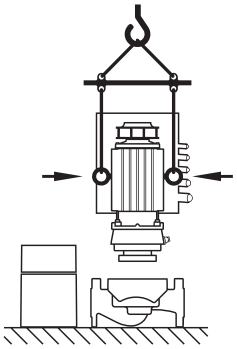

*Fig. 25: Transporte del juego de introducción*
- **Si se trasladan las argollas de transporte de la brida del motor a la carcasa del mismo, éstas ya sólo se pueden usar para cargar o transportar el juego de introducción (Fig. 25), y no para transportar la bomba ni separar el juego de introducción de la carcasa de la misma (observe entonces el desmontaje previo y el montaje posterior de los espaciadores).**